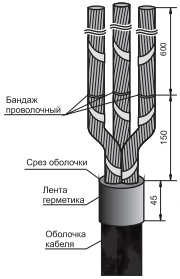

Рисунок 3
4.5 Обезжирить оболочку кабеля на расстоянии 100 мм от среза салфеткой, смоченной в бензине (растворителе). На оболочке кабеля лентой герметика выполнить намотку из 1–2 витков на длине 45 мм от среза (рисунок 3).